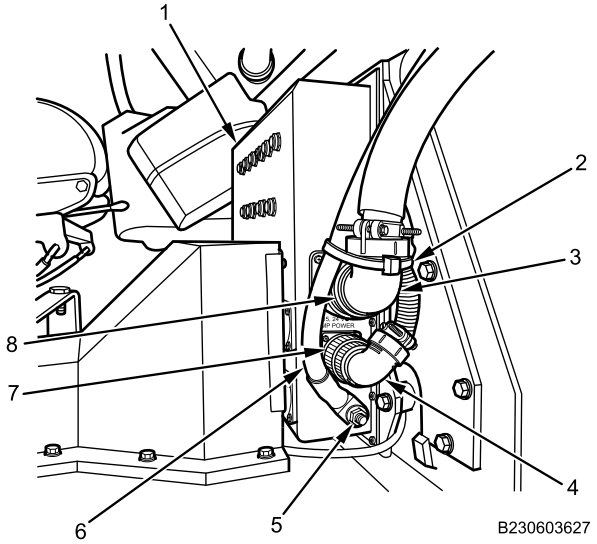

Figure 2. Electrical Cables, Right Side of 24V PDM.
2. Remove and discard cable lock strap (Figure 2, Item 2) securing electrical cables (Figure 2, Item 3, 4 and 6) on 24V PDM (Figure 2, Item 1).
3. Remove nut (Figure 2, Item 5) securing ground cable (Figure 2, Item 6) to 24V PDM (Figure 2, Item 1). Place ground cable aside.
4. Disconnect upper electrical cable (Figure 2, Item 3) from 24V PDM (Figure 2, Item 1) by turning metal collar on connector (Figure 2, Item 8) counterclockwise. Place cable aside.
5. Disconnect lower electrical cable (Figure 2, Item 4) from 24V PDM (Figure 2, Item 1) by turning metal collar on connector (Figure 2, Item 7) counterclockwise. Place cable aside.